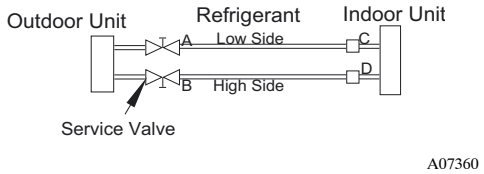

Fig. 17 — Service Valve
1. Completely tighten the flare nuts A, B, C, D, E. Fully open all circuits service valves, connect the manifold gage charge hose to the charge port of the low side Master service valve to evacuate all circuits at the same time (see Fig. 17).